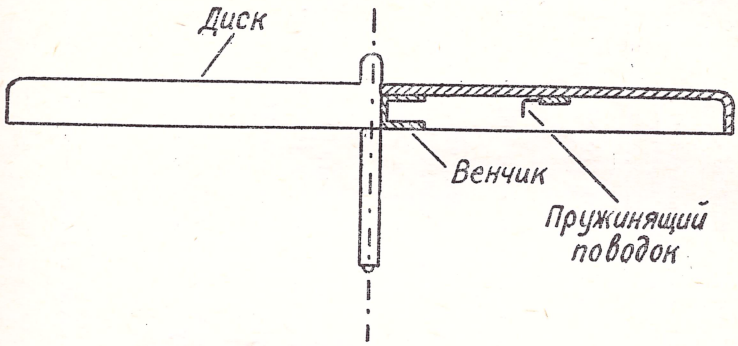

Рис. 3.25. Диск электропроигрывающего устройства
1) пружинящего поводка *1*, установленного в диске (рис. 3.25);